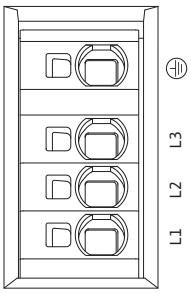

*Fig. 31: Bornes de potencia (bornes de alimentación eléctrica)*
- Bornes de potencia (bornes de alimentación eléctrica) (Fig. 31)